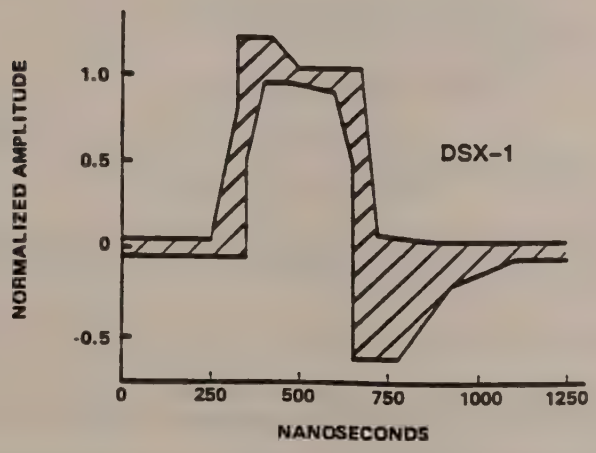

Figure 3.13. DSX DS1 Bipolar Signal - Isolated Pulse Template
Clock pulse is correct. Check transmitter card output for a DS1 bipolar signal that meets template specifications, see Figure 3.13.
1.544 MHz clock pulse at pin 6 of U11. Reconnect cables and check transmitter card output, see Figure 3.13. If output signal fits within specified template, reassemble analyzer and repeat procedures in Section 3.2 that apply to this card.
No clock pulse at pin 6 of U11. Replace U11, then check output of transmitter card, see Figure 3.13.
Correct input at both pins 5 and 13. Check output of transmitter card against template, see Figure 3.13. If output meets template specifications, reassemble analyzer and repeat procedures in Section 3.2 that apply to this card.
2. Check output of transmitter card output for bipolar signal, see Figure 3.13. If it meets specifications, reassemble analyzer and repeat procedures in Section 3.2 that apply to this card.